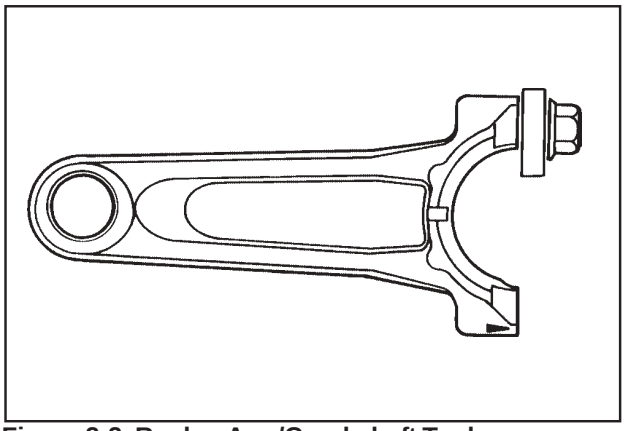

Figure 2-2. Rocker Arm/Crankshaft Tool.
4. Use a flat washer with the correct I.D. to slip on the capscrew and approximately 1″ O.D. (Kohler Part No. 12 468 05-S). Assemble the capscrew and washer to the joint surface of the rod, as shown in **Figure 2-2**.